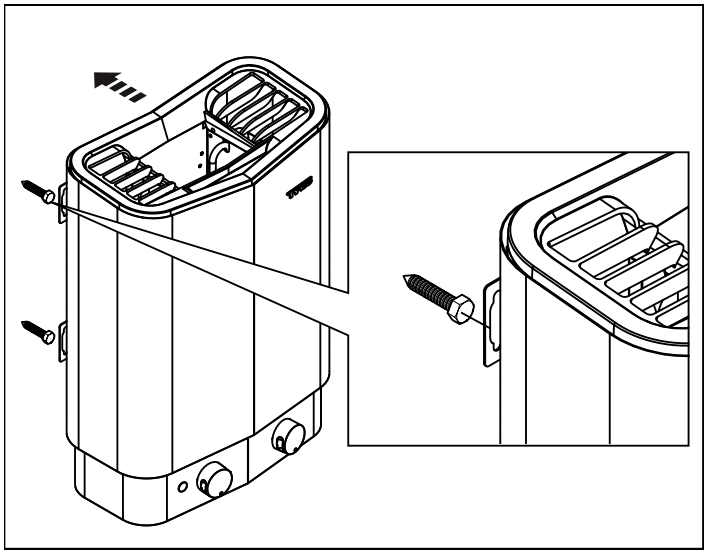

Figure 9 : suspension du poêle
7. Suspendez le poêle sur les vis (voir Figure 9).